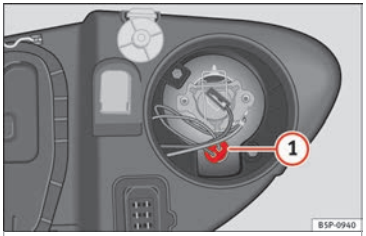

Fig. 183 Side light.
– Extract the bulb holder ››› Fig. 183 ① outwards.